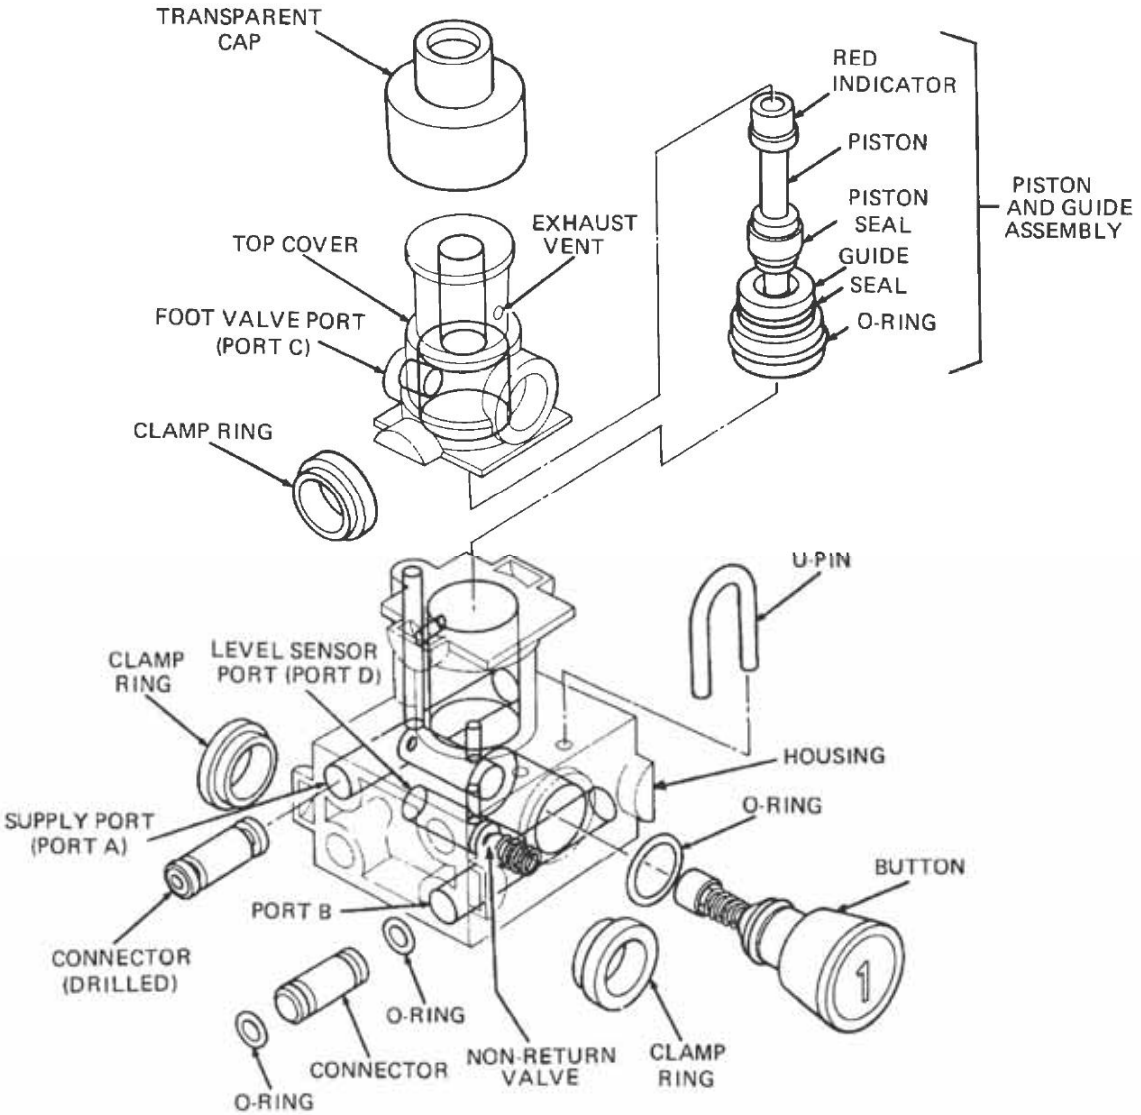

Figure 32 Control Button Valve – Exploded View
a. Remove the two clamp rings securing the top cover to the housing and lift the top cover from the housing (Figure 32).